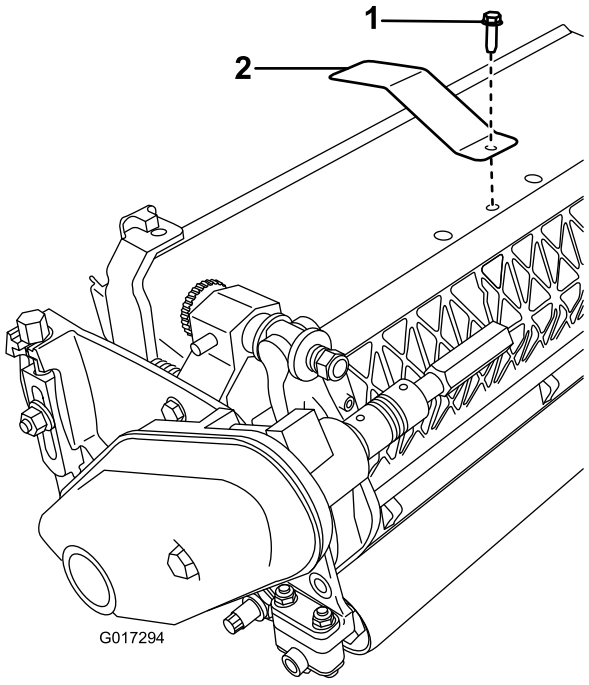

Figuur 4
1. Verwijder de middelste bout van het grasscherm (Figuur 4).
2. Monteer de doelplaat bovenop de maaieenheid. Gebruik daarvoor de bout die u eerder verwijderd hebt (Figuur 4).